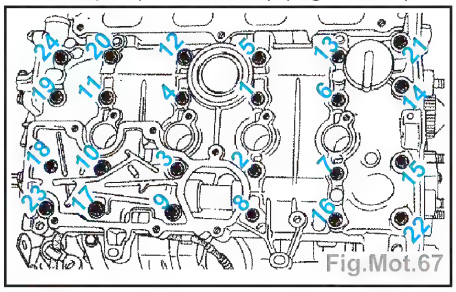

Fig.Mot.67
- Reposer le couvre-culasse en le serrant au couple (voir tableau) (Fig.Mot.67).